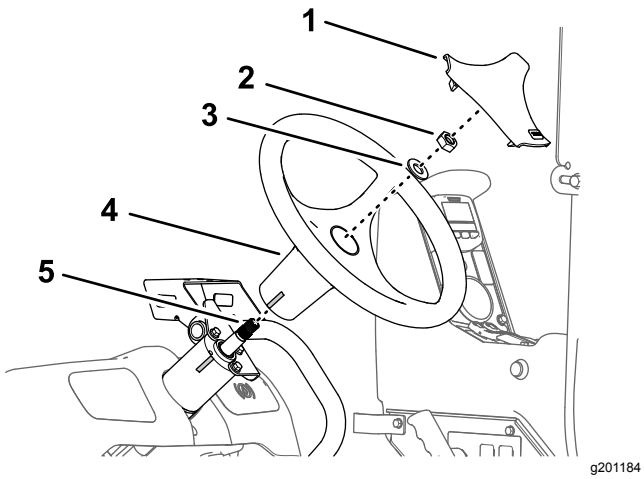

Figur 165
1. Ret tapemærkningen på rattet ind efter tapemærkningen på styreventilhuset (Figur 165).
2. Monter rattet på styreventilens aksel (Figur 165) med spændeskiven (5/8 tomme) og møtrikken (5/8 tomme), du fjernede i trin 3 i Afmontering af rattet (side 74).